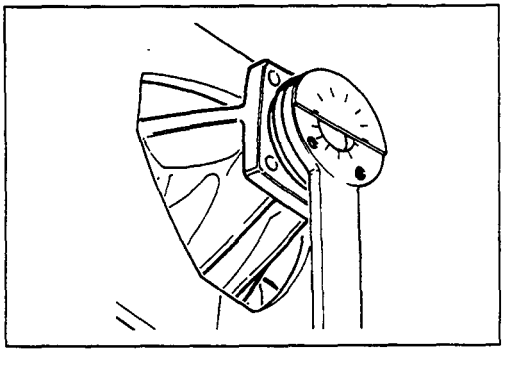

Figure 32
(e) Cut out the protractor on page and park the companion flange retaining spanner in 10 degree steps as shown in Fig. 32.
2. Cut the protractor out and attach it to the flange retaining spanner as shown on page 25 Fig. 32 of the Service Manual.